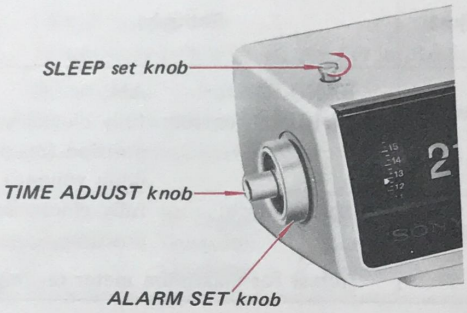

*Fig. 2-5.*
2. Remove the TIME ADJUST, ALARM SET and SLEEP set knobs as shown in Fig. 2-5.